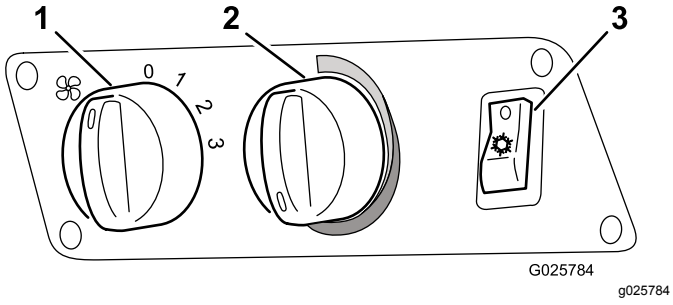

Bild 6
2. Schalten Sie den Gebläseschalter ein (Bild 6).
3. Schalten Sie den Klimaanlagenschalter ein (Bild 6).
4. Stellen Sie das Temperaturbedienelement (Bild 6) ganz auf die Einstellung „Cold“ (ganz nach links drehen).